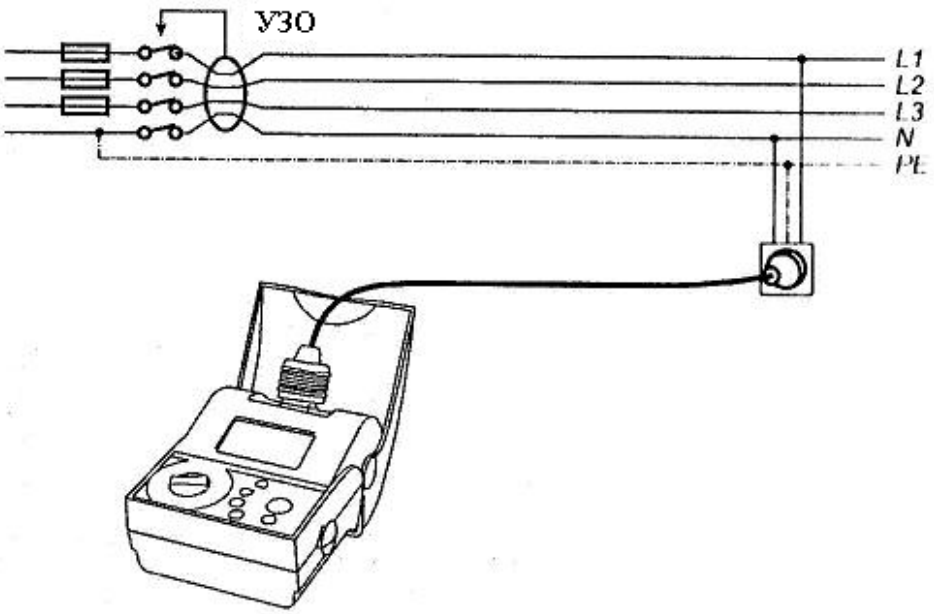

Рис. 5 *Подключение прибора к тестируемому объекту с помощью силового* провода
- Подсоедините тестовые провода к тестируемому объекту как показано на рис.5 или 6